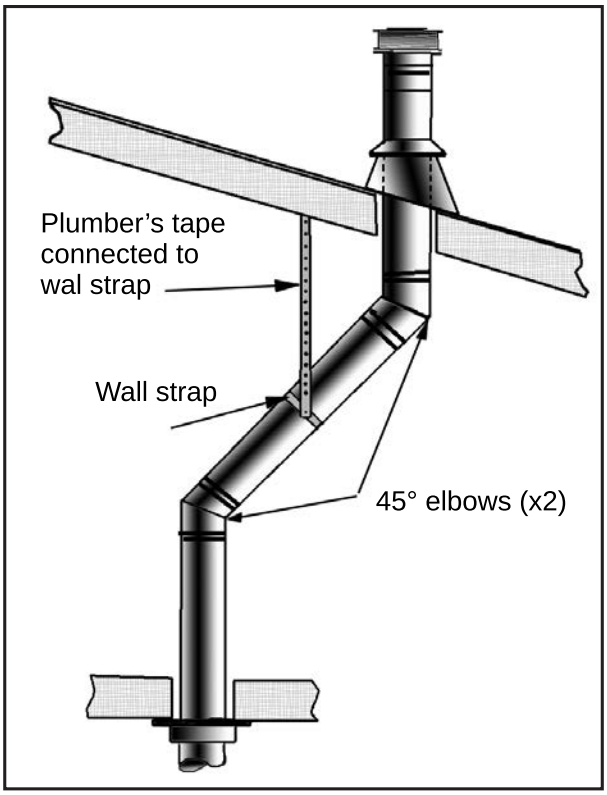
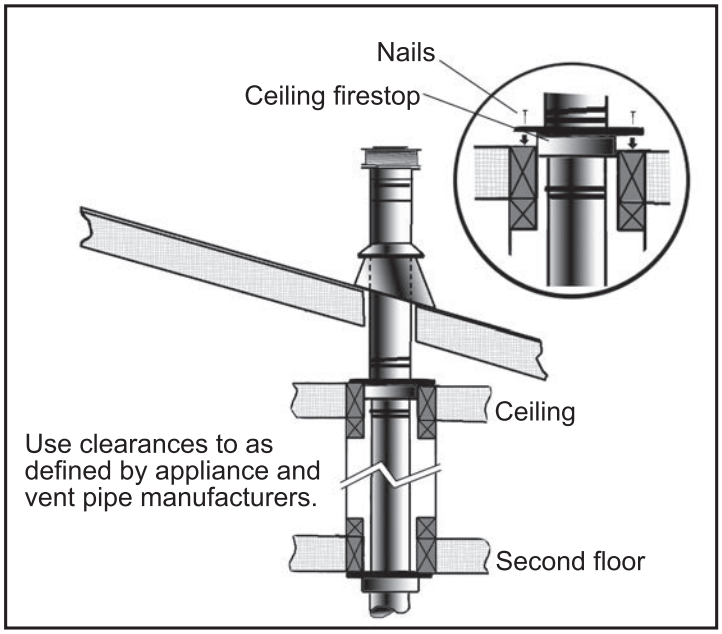

Figure 64: Use of Wall Straps.
Figure 65: Multi-Story Vent Pipe Installation
(1) If an offset is necessary in the attic to avoid obstructions, it is important to support the vent pipe every **3' (914 mm)**, to avoid excessive stress on the elbows, and possible separation. Wall straps are available for this purpose (see Figure 64).
(2) When ever possible, use 45° degree elbows instead of 90° degree elbows. The 45° degree elbow offers less restriction to the flow of flue gases and intake air.
(3) For multi story installations; a ceiling firestop is required at the second floor, and any subsequent floors (see Figure 65). The opening should be framed to **10" (254 mm)** x **10" (254 mm)** inside dimensions, in the same manner as shown in Figure 65.